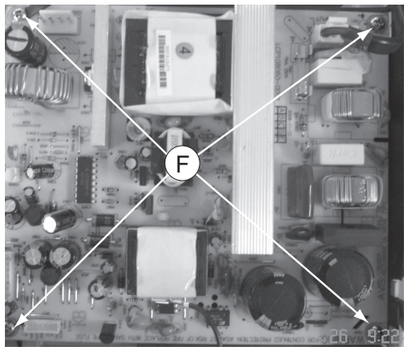

Figure 9
1) Loosen 4 screws “F” on the top of Power Board as shown in figure 9.